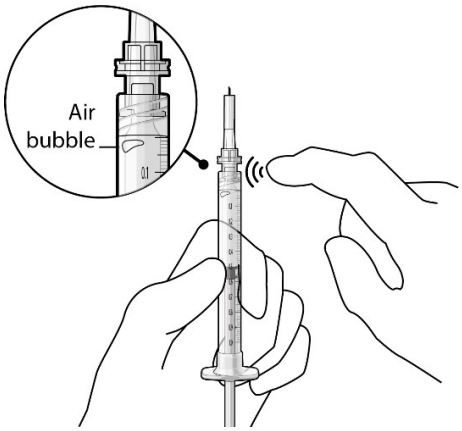

Figure 15
- If there are any air bubbles, gently tap the syringe with your finger until the bubbles rise to the top (Figure 15).